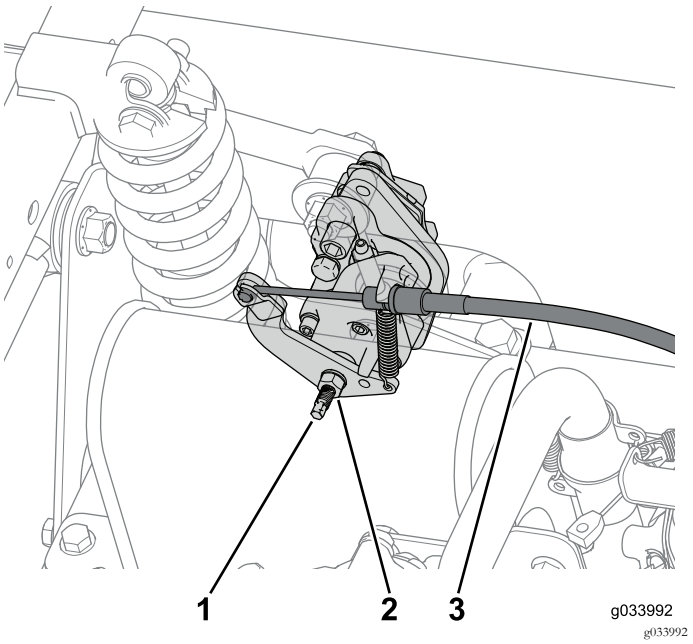

Figura 60
1. Desaperte a porca de retenção e depois rode o parafuso de ajuste duas voltas no sentido contrário ao dos ponteiros do relógio em ambas as pinças dos travões (Figura 60).
2. Desligue o cabo do travão de mão ligado a cada pinça do travão (Figura 60).